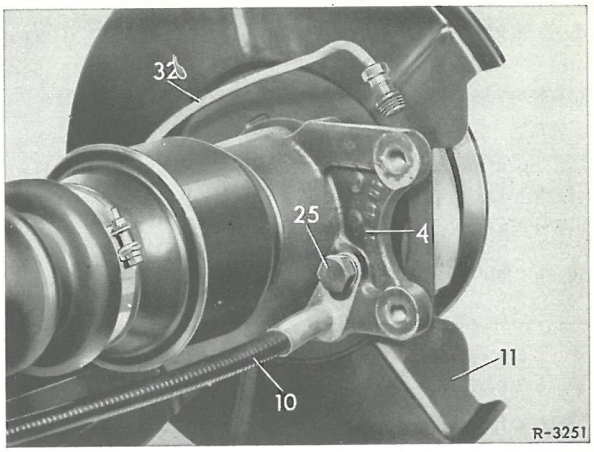

Fig. 42-3/7
3 Bremsetangen sættes mod hjulbærerens (4) holder. Derpå skrues sekskantboltene (2) under anvendelse af et nyt låseblik (3) ind i holderen (fig. 42-3/6 til 8), hvor de fastspændes med det foreskrevne tilspændingsmoment (se arb.nr. 42-0). Sekskantboltene sikres med låseblikket.